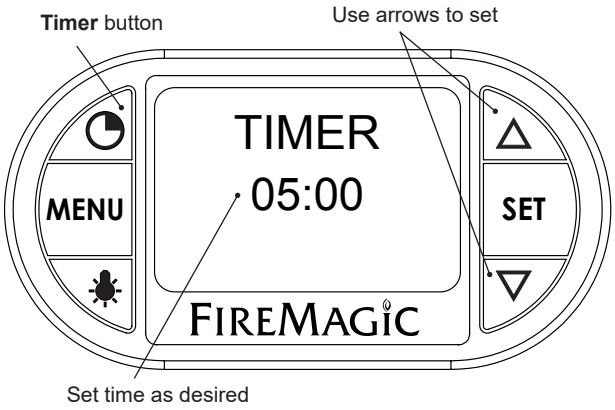

Fig. 39-4 Timer screen
1. Press the timer button. Use the arrows to set the desired amount of time (see Fig. 39-4.)